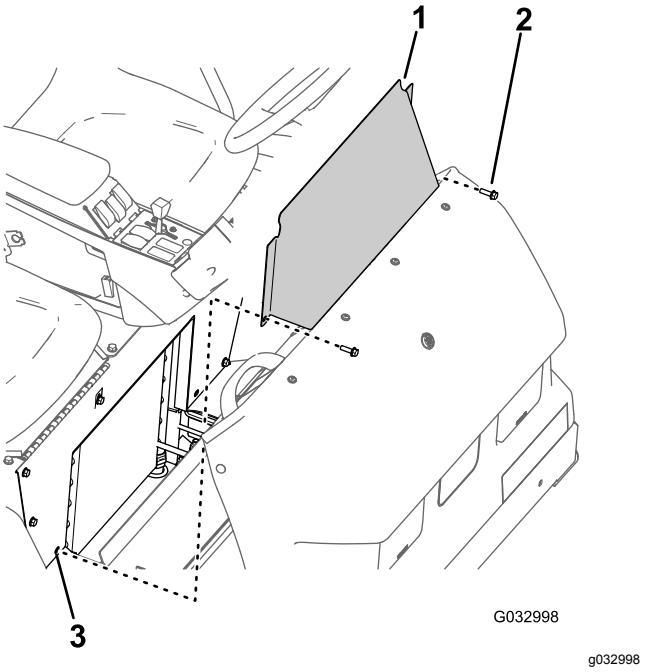

Рисунок 61
1. Выверните два болта с фланцевыми головками, которые крепят панель доступа к основанию сиденья (Рисунок 61).
2. Снимите панель доступа к основанию сиденья с машины (Рисунок 61).
1. Совместите отверстия в панели доступа к основанию сиденья с отверстиями в основании сиденья (Рисунок 61).
2. Присоедините панель доступа к основанию сиденья с помощью двух болтов с фланцевыми головками (Рисунок 61), снятых при выполнении пункта 1 в разделе Демонтаж панели доступа к основанию сиденья (страница 58).